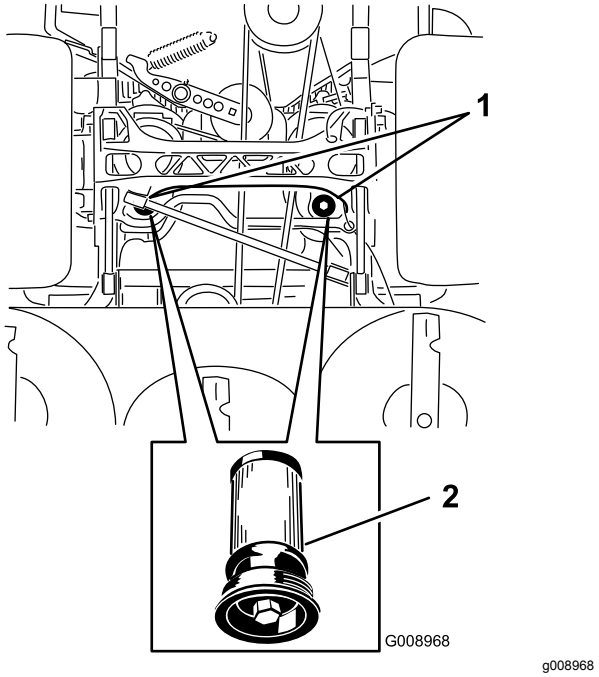

Figuur 94
5. Plaats een opvangbak onder het filter, verwijder het oude filter en veeg het oppervlak schoon (Figuur 94).
6. Smeer een dun laagje hydraulische vloeistof op de rubberen pakking van het nieuwe filter (Figuur 94).